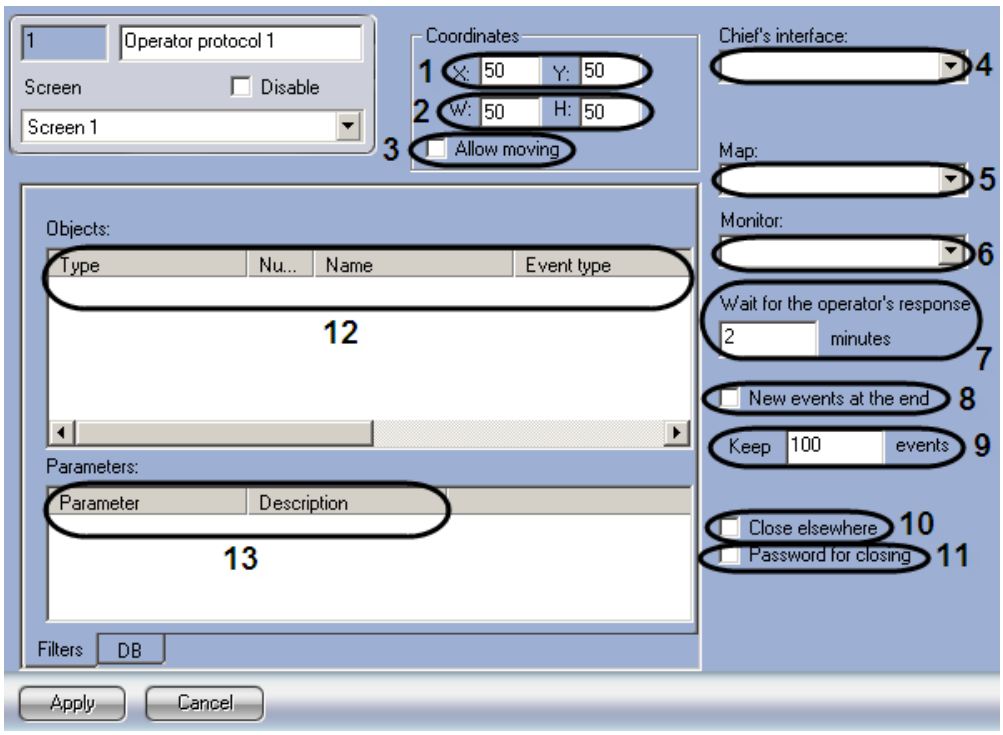

Figure 8.19-11 The settings panel of the “Operator protocol” object
1.1. Set the X (horizontally indented from screen's left border) and Y (vertically indented from screen's upper border) coordinates of the upper left corner of the "Operator protocol" interface box. Coordinates are set as a percentage of the corresponding screen dimensions horizontally and vertically as follows (Figure 8.19-11, 1).
1.2. Set the dimensions of the "Operator protocol" interface box: window's width «W» and window's height «H». Dimensions are set as a percentage of the corresponding screen dimensions horizontally and vertically as follows (Figure 8.19-11, 2).
1.3. Set the "Allow moving" checkbox if the layout and size of the "Operator protocol" interface box are to be changed manually (Figure 8.19-11, 3).
2. In the "Chief's interface" drop-down list, select the "Operator protocol" object to which events are to be transmitted at the end of a set time period (Figure 8.19-11, 4).
3. In the "Map" drop-down list, select the pre-created "Map" object for event monitoring (Figure 8.19-11, 5).
4. In the "Monitor" list, select the pre-created "Monitor" object for viewing video of events (Figure 8.19-11, 6). Selected monitor can be used only for viewing an archive after the first call from the "Operator protocol" box.
5. In the “Wait for the operator’s response” field specify the time period at the end of which an event will have the “Non-processed event” type or it will be escalated (Figure 8.19-11, 7).
6. If new events are to be added to the end of the current events list, set the “New events at the end” checkbox (Figure 8.19-11, 8).
7. In the “Keep ___ events” field, set the maximum of events displayed in the “Operator protocol” interface box (Figure 8.19-11, 9).
8. If after processing an event in one of operator protocols it is to be removed from other operator protocols, set the “Close elsewhere” checkbox (Figure 8.19-11, 10).
9. If the processing of all events is to be confirmed with a password, set the “Password for closing” checkbox (Figure 8.19-11, 11).
10. In the “Objects” table, specify the objects the events from which are to be received and processed (Figure 8.19-11, 12).
Note. If the processing of all events is to be confirmed with a password, set the "Password for closing" checkbox (Figure 8.19-11, 11).
12. In the "Parameters" table, specify additional settings for an object event. These settings are to be displayed in the "Operator protocol" interface box (Figure 8.19-11, 13).